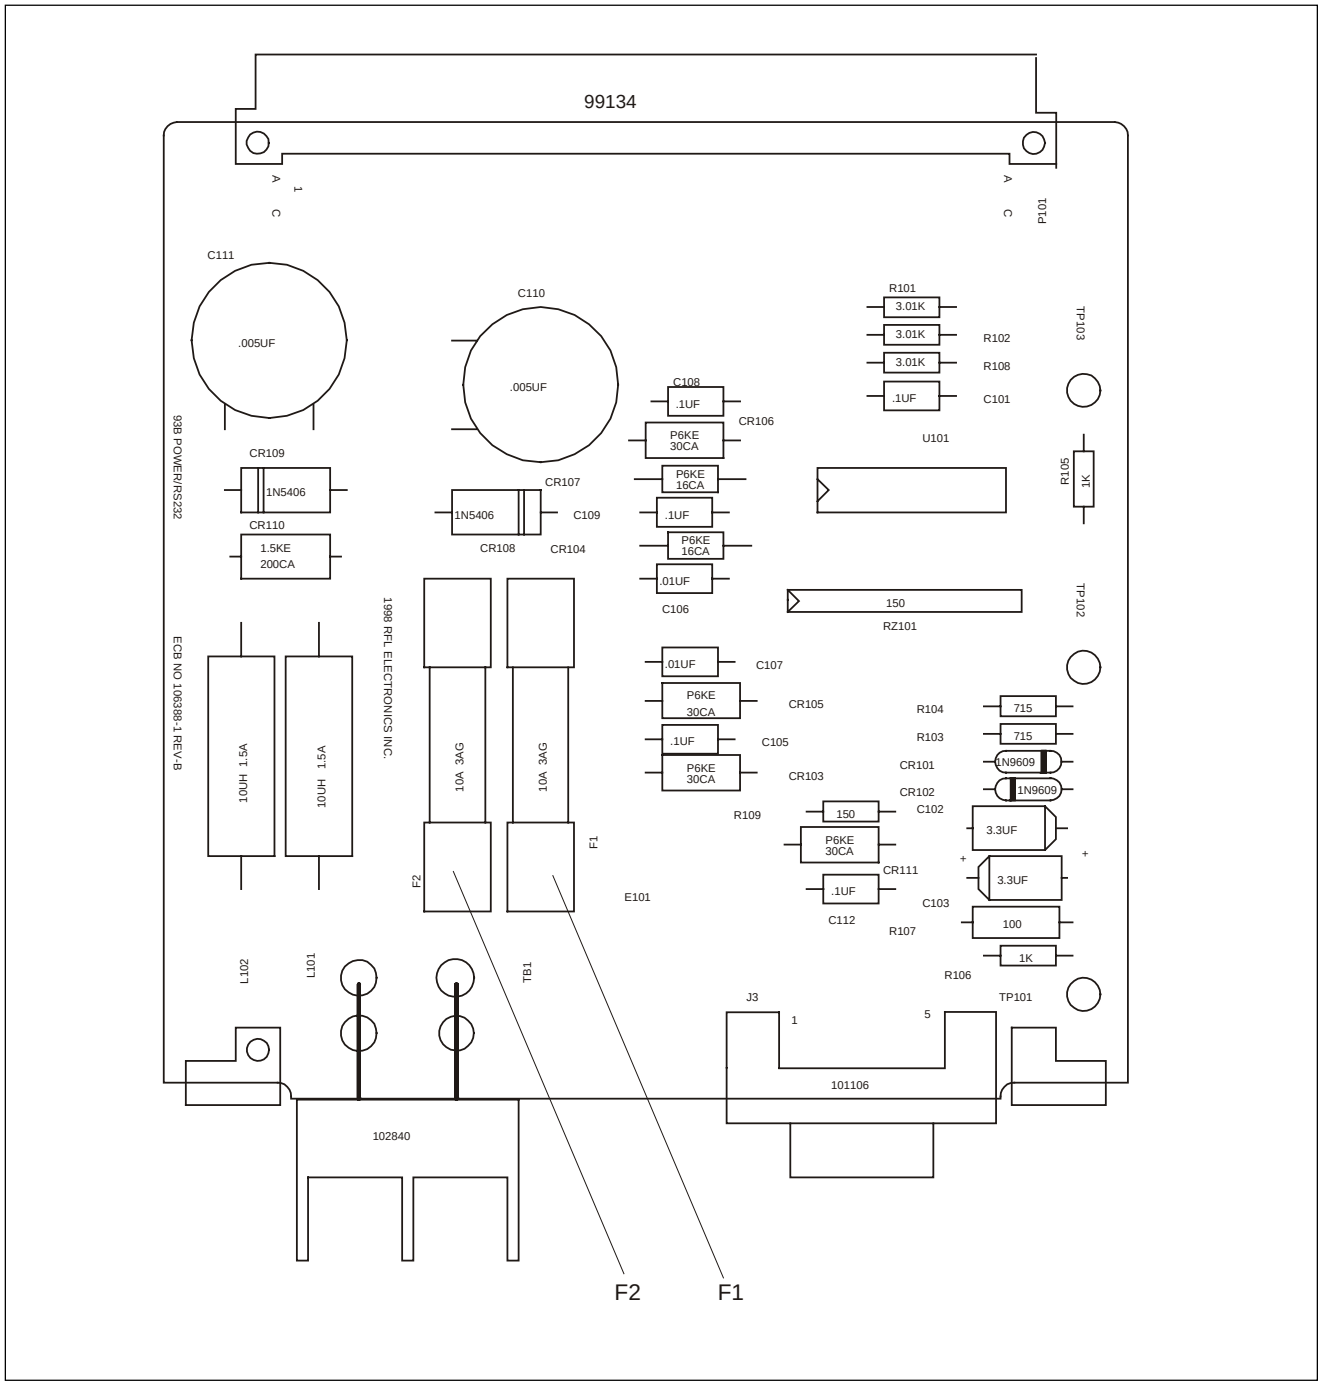

Figura 20-3. Controles e indicadores, placa de alimentación/RS-232 del Módulo de E/S de relé RFL 93B RELAY I/O
20.2.2 PLACA DE ALIMENTACIÓN/RS-232 (Figura 20-3)